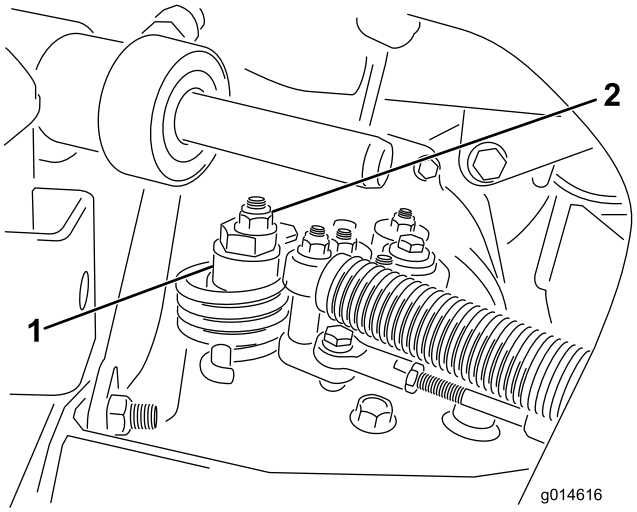

Figur 51
A. Løsn møtrikken, der fastgør den excentriske bolt til den øverste del af hydrostaten (Figur 51).
C. Drej den excentriske bolt, indtil der ikke forekommer krybning i nogen retning. Når hjulet holder op med at dreje, skal den møtrik, der låser den excentriske bolt og justeringen, tilspændes (Figur 51). Kontroller indstillingen med gashåndtaget i positionerne langsom og hurtig.